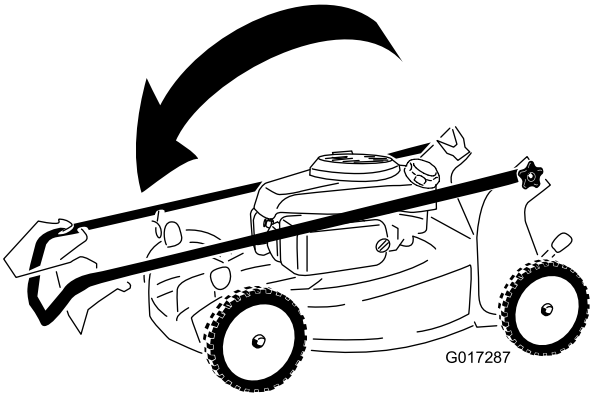

Figure 24
2. Pliez la moitié supérieure du guidon en avant de la manière indiquée (Figure 24).